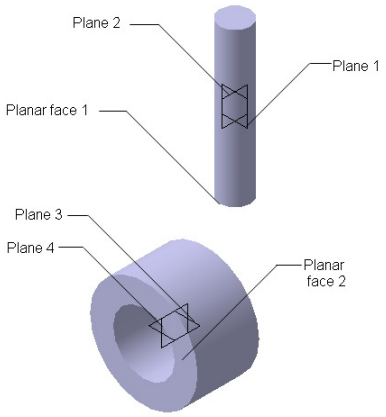
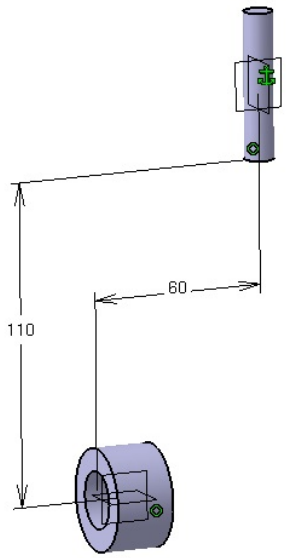

Figure 16-82 *Parts inserted in the* ***Assembly Design*** *workbench*
Figure 16-83 *Assembly of the Guide and Bearing*
3. Next, insert the Bearing in the **Assembly Design** workbench, as shown in Figure 16-82. Note that the edges have been hidden in this figure for better visualization.
5. Now, apply the **Coincidence Constraint** between Plane 2 and Plane 4, refer to Figure 16-82.
6. Apply the **Offset Constraint** between Planar face 1 and Plane 3 with an offset distance of 110, refer to Figure 16-82.
7. Similarly, apply the **Offset Constraint** between Planar face 2 and Plane 1 with an offset distance of 60, refer to Figure 16-82 and Figure 16-83, and then update the assembly.